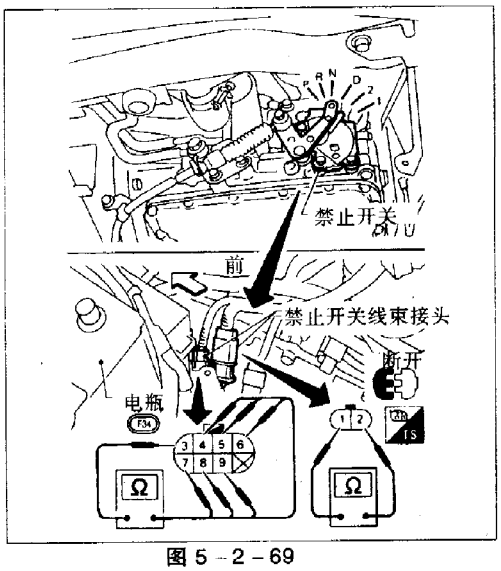

图5－2－69
①变速杆置于每一档位时，检测表5－7中端子是否导通，见图5－2－69。